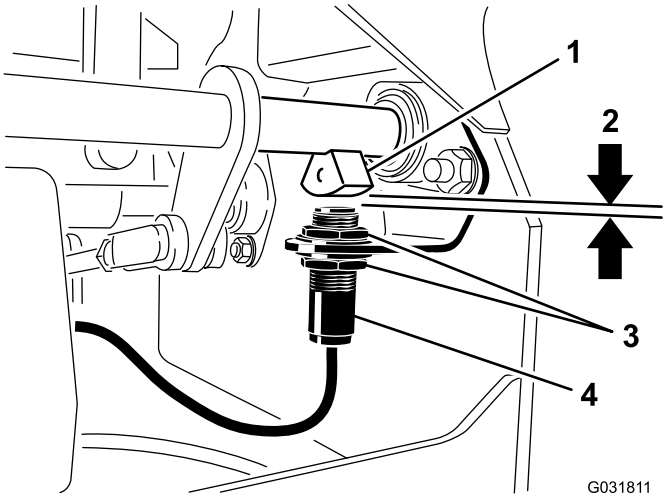

Figura 48
4. Mueva el interruptor hacia arriba o hacia abajo en el soporte hasta que la distancia entre el sensor del eje del freno y el émbolo del interruptor sea de 4 mm, según se muestra en Figura 48.